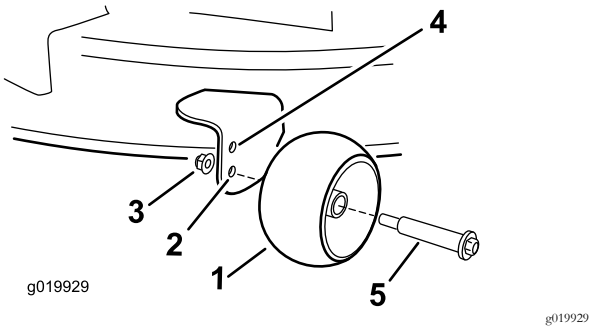

Figuur 27
- Bovenste gat – gebruik deze stand als het maaidek op een maaihoogte van 63 mm of lager staat (Figuur 27).
- Onderste gat – gebruik deze stand als het maaidek op een maaihoogte van 76 mm of hoger staat (Figuur 27).